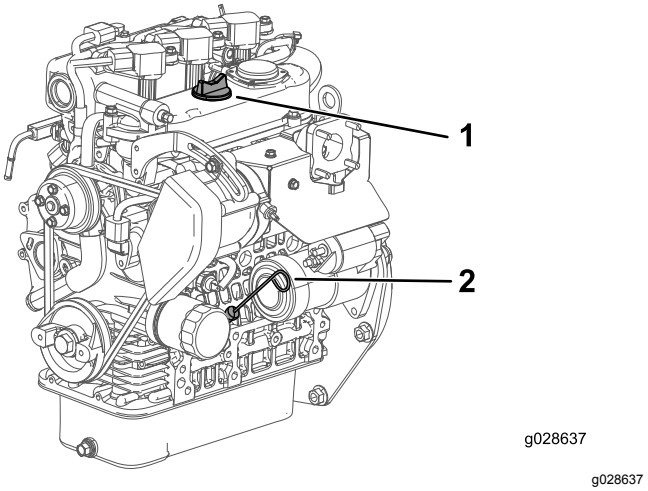

Figuur 16
2. Verwijder de peilstok en veeg deze af met een schone doek (Figuur 16).
3. Steek de peilstok in de buis. Let erop dat de peilstok er volledig in schuift (Figuur 16).
4. Haal de peilstok eruit en controleer het oliepeil (Figuur 16).
5. Als het oliepeil te laag is, moet u de vuldop (Figuur 16) losdraaien en voldoende olie bijvullen totdat het peil de Vol-markering op de peilstok bereikt.
6. Plaats de peilstok weer stevig op zijn plaats (Figuur 16).